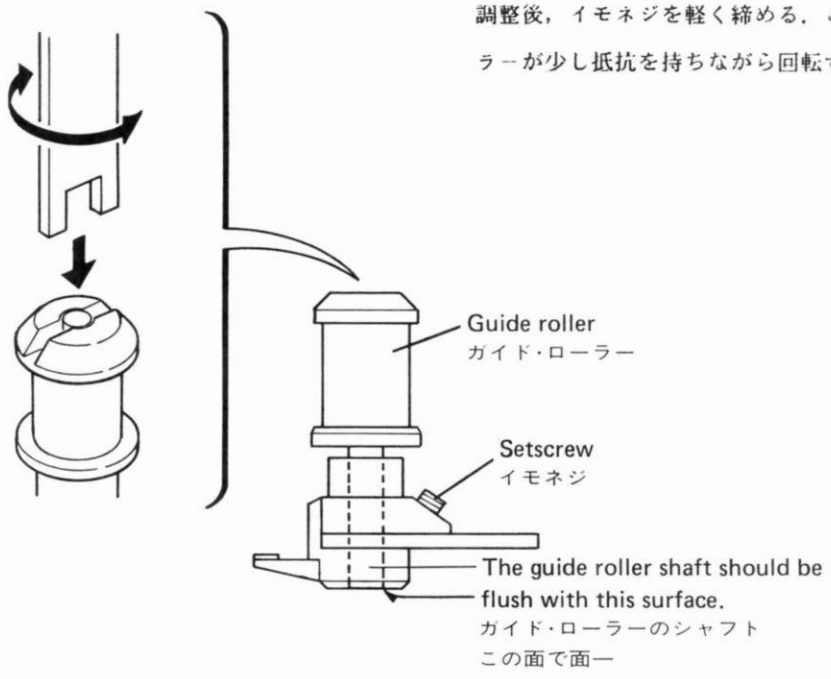

Fig. 3-2
1. When reinstalling the mechanism ass'y into the main body, perform coarse adjustment of the top of the guide roller. Here, for temporary adjustment, loosen the setscrew shown in Fig. 3-2, then turn the screw on top of the guide roller using the wrench so that the guide roller shaft is flush with the surface indicated by the arrow.
ここでは仮調整なので，目安としてガイド・ローラーのシャフトが図3-2 の矢印の線上で面一となる様に，図3-2 のイモネジをゆるめてガイド・ローラー頭部のネジを二股レンチにより回して調整する．
V. After the adjustment of the guide rollers is complete, tighten the setscrews (Fig. 3-2) securing the guide rollers using the hexagonal wrench. (The tightening torque should be 1 kg.cm.)
Ⅴ．ガイド・ローラーの調整後，六角レンチにてガイド・ローラーを固定しているイモネジ（図3-2 ）を締める．（締め付けトルクは， 1Kg・cmのこと）